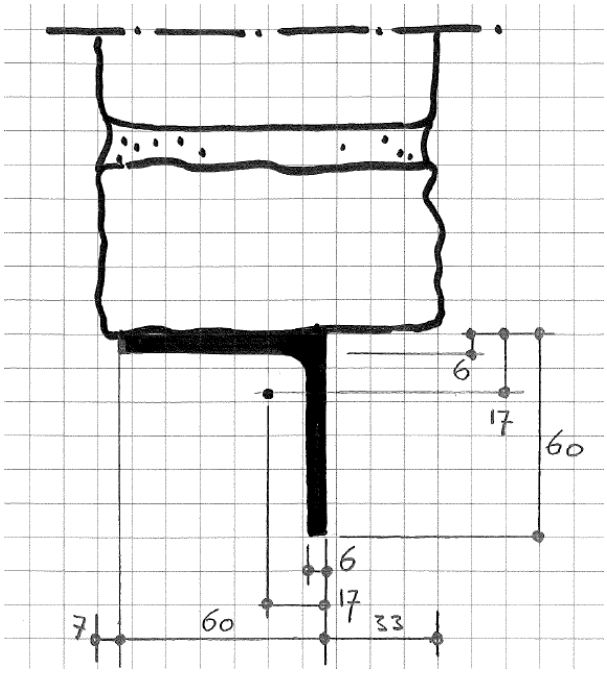

Figuur 4: Profieldoorsnede A-A
c) Hoe zal het profiel draaien; met de klok mee of tegen de klok in? (zie figuur 4)
> # 3c - Het profiel zal roteren om het dwarskrachtencentrum (profielhoek). Dit is tegen de klok in figuur 4.